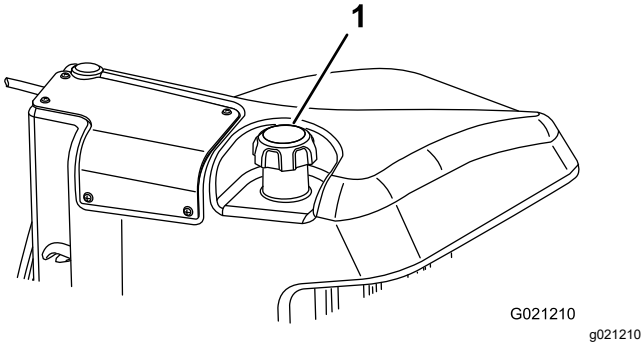

Figur 49
3. Ta bort locket från bränsletanken (Figur 49).